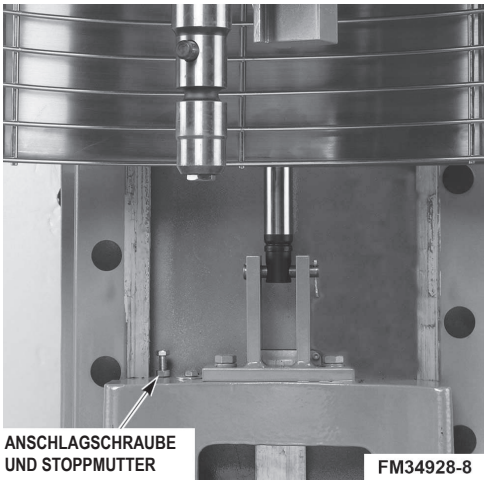

Abb. 12
- Lösen Sie die untere Mutter (Abb. 12) und drehen Sie die Stoppschraube gegen den Uhrzeigersinn, um den Abstand zu erhöhen, bzw. im Uhrzeigersinn, um den Abstand zu verringern.